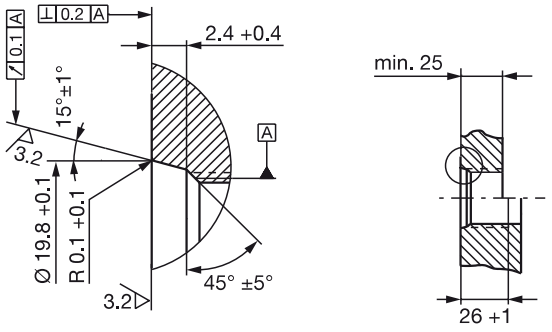
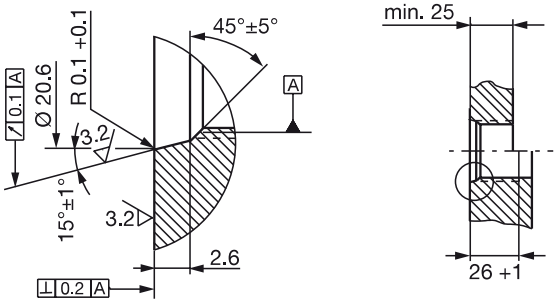
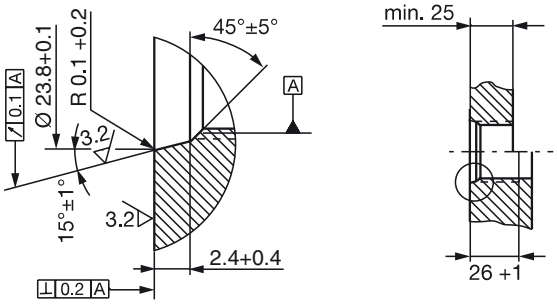

Bild 4-3: Einschraubloch M18×1.5 nach ISO 6149 O-Ring 15.4×2.1
Bild 4-4: Einschraubloch 3/4"-16UNF nach SAE J475
Bild 4-5: Einschraubloch M22×1.5 nach ISO 6149 O-Ring 19.3×2.2
- ► Einschraubloch mit Gewinde (gegebenenfalls Ansenkung für den O-Ring) gemäß Bild 4-3, Bild 4-4 oder Bild 4-5 herstellen.